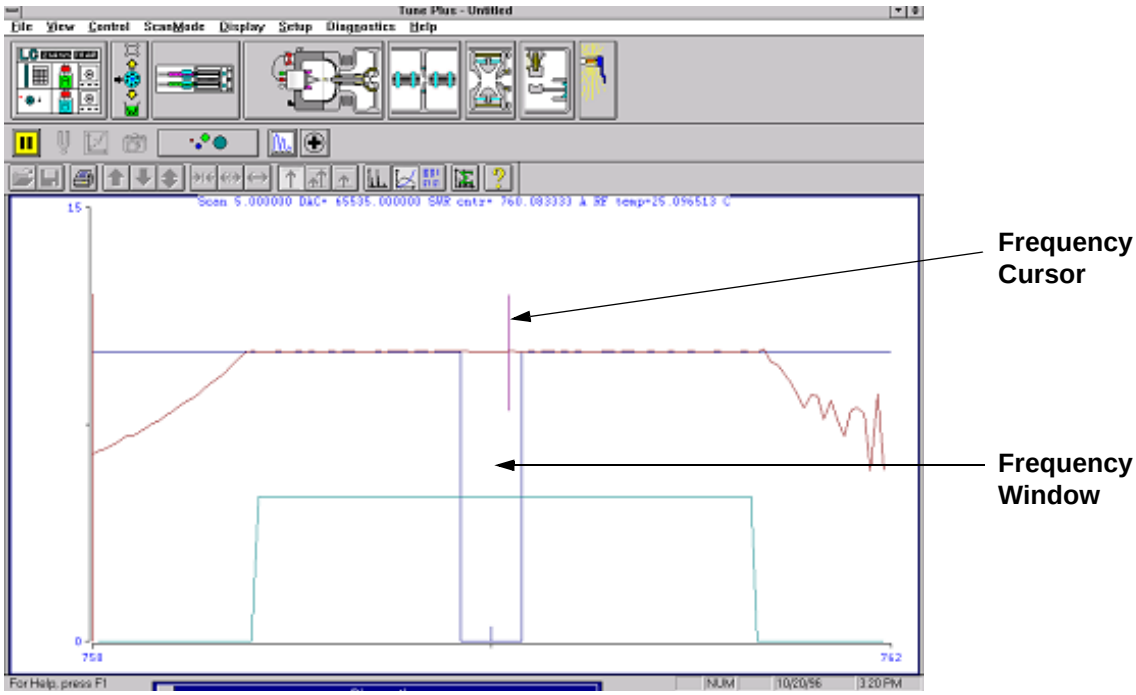

Figure 5-12. Graph view for ring electrode RF voltage tuning
b. Click on the **Start** button to start the ring electrode RF frequency tune program. The Graph view displays several tune functions, a frequency cursor, and a frequency window. See Figure 5-12.